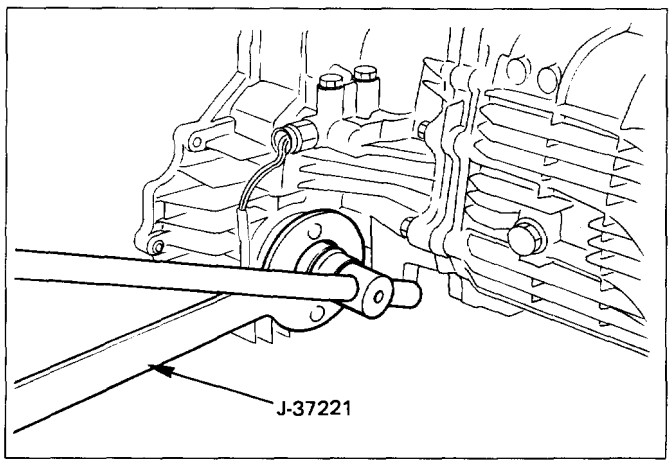

Fig. 7D-17
- Use the punch to stake the rear companion flange nut at two spots (Fig. 7D-18 & Fig. 7D-19).